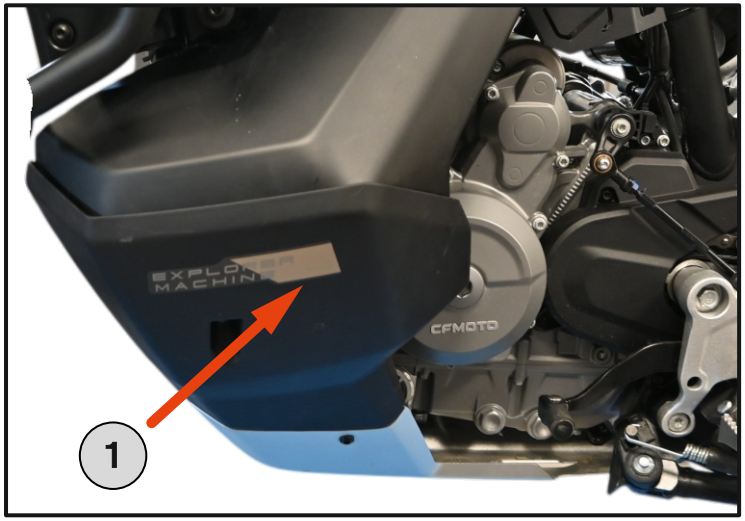

Fig. 2
1. Unscrew the bolts and remove the orginal engine cover - OEM **[Fig. 2]**